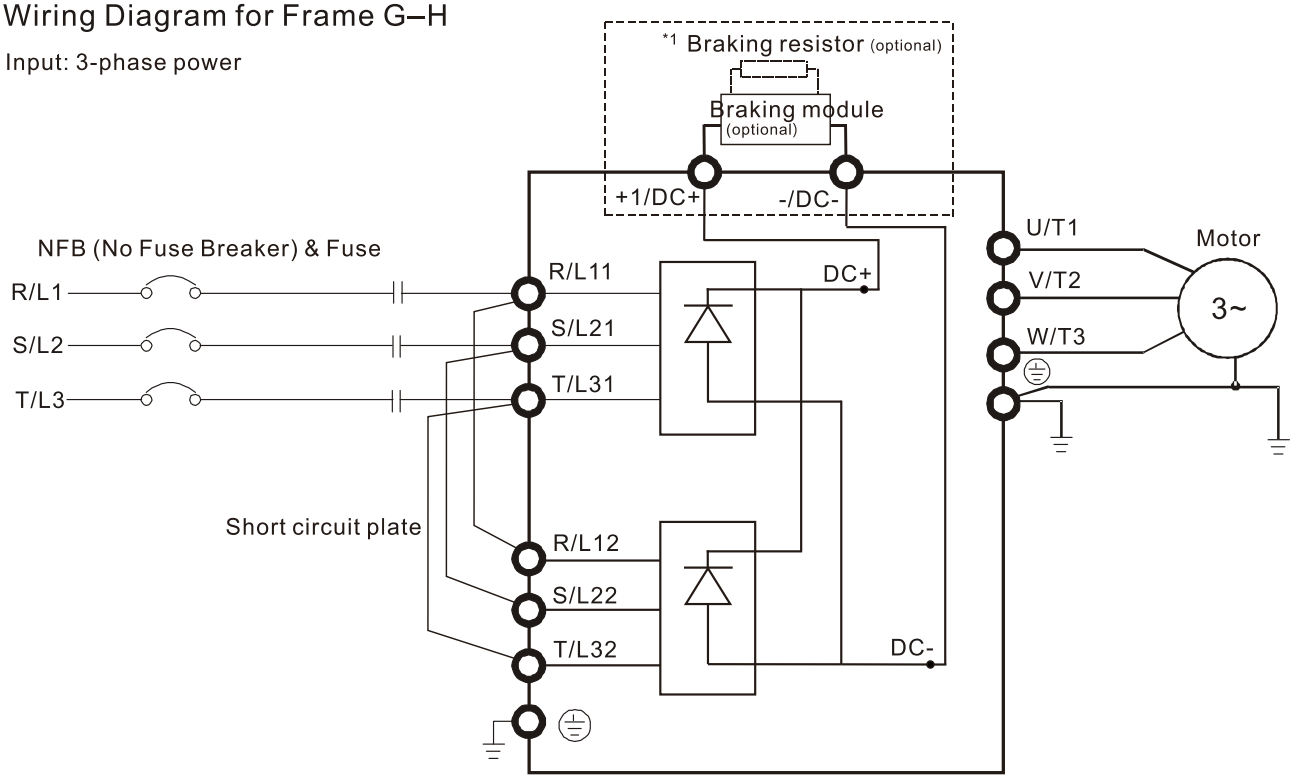

Figure 5-7
- After crimping the wire to the ring lug (must be UL approved), UL and CSA approved recognized component (YDPU2/8), install heat shrink tube rated at a minimum of 600 V_{AC} insulation over the live part. Refer to Figure 5-7.